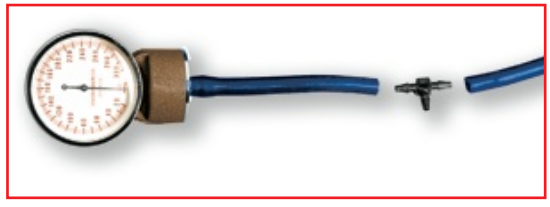

Figure 38
5. Take the t-fitting and insert the horizontal ends in-between the two ends of the cut tubing of the new sphygmomanometer. ***(See Figure 38.)***